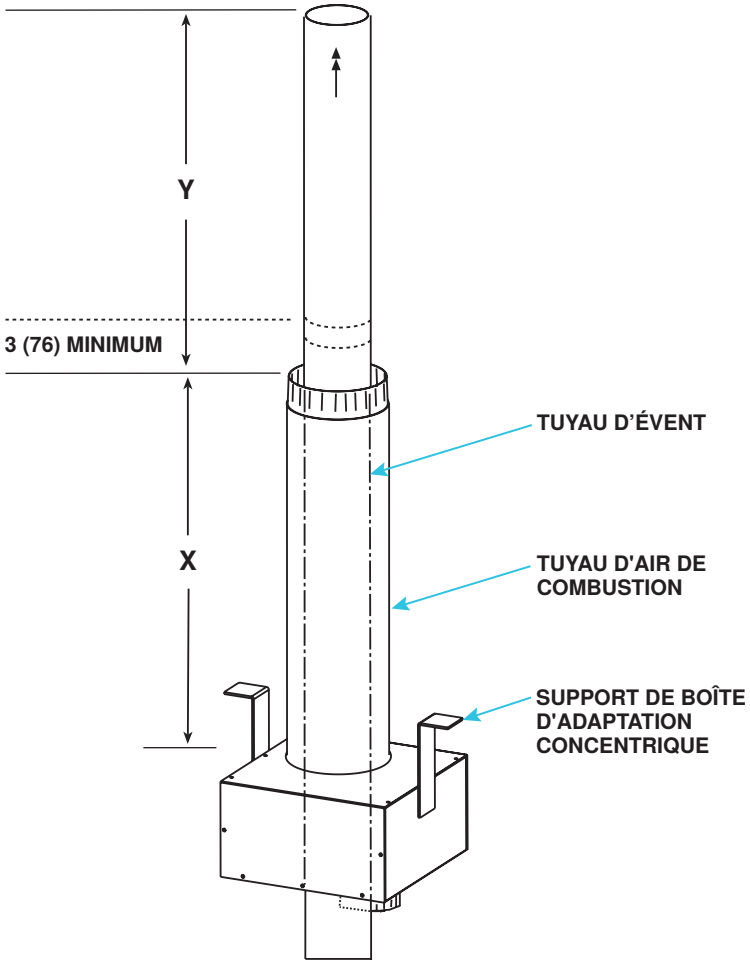

**Figure 22. Installation du tuyau d'air de combustion**
5. Connectez la section extérieure du tuyau d'air de combustion au boîtier adaptateur concentrique (voir **Figure 22**) :
a. Reportez-vous à la **Figure 22** pour déterminer la longueur de la dimension X comme suit :
(1) Longueur du support
(2) Ajouter l'épaisseur du toit
(3) Ajouter la profondeur de neige prévue
b. La deuxième section du tuyau à double paroi (voir la dimension Y sur la **Figure 22**) peut être raccordée au besoin à la section continue du tuyau d'aération. Assurez-vous que le raccord est à au moins 3 pouces (76 mm) au-dessus du tuyau d'air de combustion et que la hauteur est d'au moins 12 pouces (305 mm)—34 pouces (864 mm) dans les climats froids où la température ambiante de conception est de −10 °F (−23 °C) ou moins.
6. Fixez le boîtier adaptateur concentrique sous le toit (voir **Figure 22**) :
a. Consultez la **Figure 22** pour établir la longueur de chaque section de conduits ainsi que la longueur totale requise. Déterminez la longueur en additionnant les exigences :
(1) En partant du bas, le tuyau d'évent peut s'étendre jusqu'à 152 mm (6 pouces) sous la boîte
(2) Plus 6 pouces (152 mm) à travers la boîte
(3) Plus la longueur des crochets au-dessus de la boîte
(4) Plus l'épaisseur du toit
(5) Plus la hauteur du tuyau d'air de combustion extérieur au-dessus du toit
(6) Plus un minimum de 3 pouces (76 mm) au-delà du haut du tuyau d'admission d'air
(7) Le total est la longueur minimale de la section du tuyau d'évent—si le morceau réel de tuyau d'évent est plus long, prolongez-le plus au-dessus du tuyau d'air de combustion—ne le prolongez pas de plus de 6 pouces (152 mm) sous la boîte